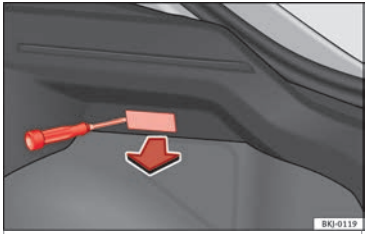

**Fig. 122** Boot light.
– Extract the bulb by pressing on its inside edge using the flat side of a screwdriver ››› **Fig. 122**.